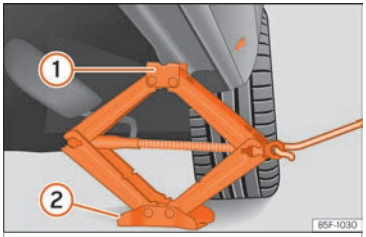

Abb. 41 Längsholm: Wagenheber ansetzen.
- Drehen Sie die Kurbel des unter dem Aufnahmepunkt des Längsträgers befindlichen Wagenhebers*, bis sich die Nase ① ››› Abb. 41 unter der vorgesehenen Einführung befindet.
- Richten Sie den Wagenheber* so aus, dass sein Aufnahmehorn ① in die dafür vorgesehene Aufnahme am Längsträger „greift“ und die bewegliche Grundplatte ② plan auf dem Boden aufliegt. Die Bodenplatte ② muss sich »